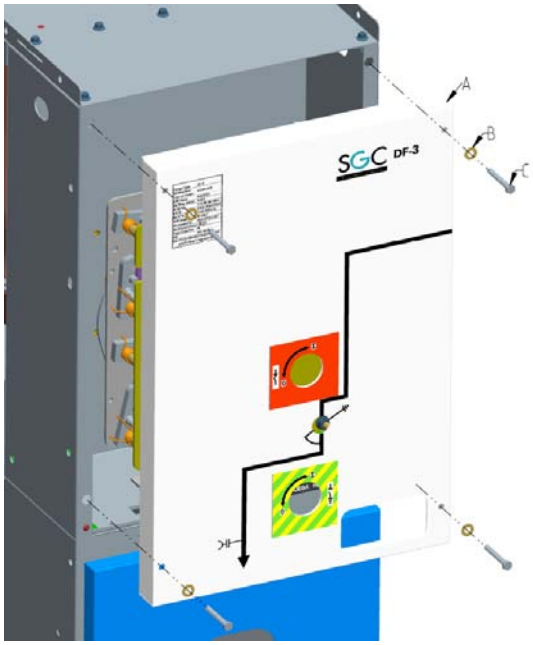

Figure 6: Démontage du panneau frontal DF-3
- Retirer la face avant de la deuxième cellule (Figure 6):